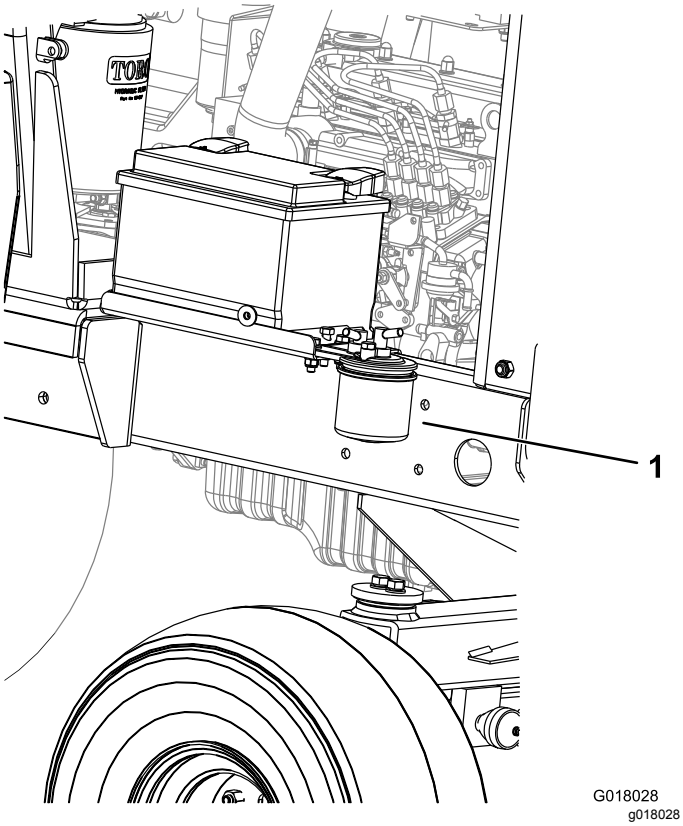

**Figuur 37**
1. Plaats een schone opvangbak onder de brandstoffilterbus (Figuur 37).